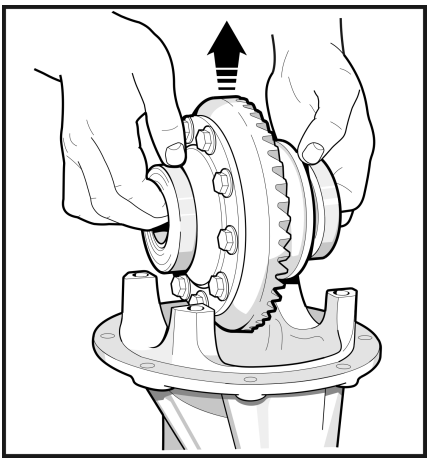

Рис. 8
1.15 Извлеките дифференциал в сборе с подшипниками. (**Рис. 8**)